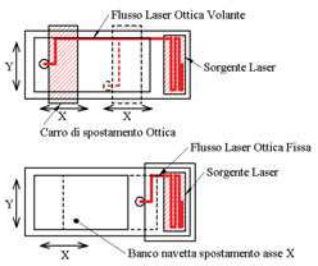

**Figura 3** *"Differenze di gestione ottica del flusso nei due sistemi ottici ( fisso e volante )*
*Spider Vbug 1.1 realizzato da Mark W. Tilden* **Figura 3**
Sono disponibili inoltre diverse schede di sviluppo pronte per poter ospitare il modulo e collegarlo al PC per la programmazione. La più semplice è la scheda **BXDB** (BasicX Demo Board), riportata in **figura 2**, sulla quale sono presenti i componenti essenziali per poter iniziare a fare esperimenti. Esiste inoltre una scheda più evoluta denominata (**figura 3**) **BXDS** (BasicX Development Station) dotata di una completa serie di circuiti accessori con cui poter esplorare a fondo tutte le caratteristiche del BX24 senza dover ricorrere neanche al saldatore.
*La scheda di sviluppo BXDS (BasicX Development Station) La scheda di sviluppo BXDB (BasicX Demo Board)* **Figura 3**